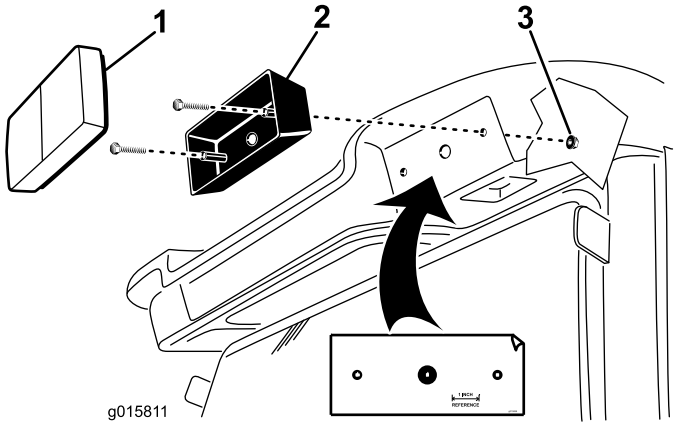

Figure 10
2. On the rear of the cab headliner, use the template (Figure 10) to locate and mark the (3) mounting holes for each warning light (Figure 10).
6. Mount a warning light body to each location, on the headliner, with (2) #10 x 1 inch screws and #10 flange nuts (Figure 10).